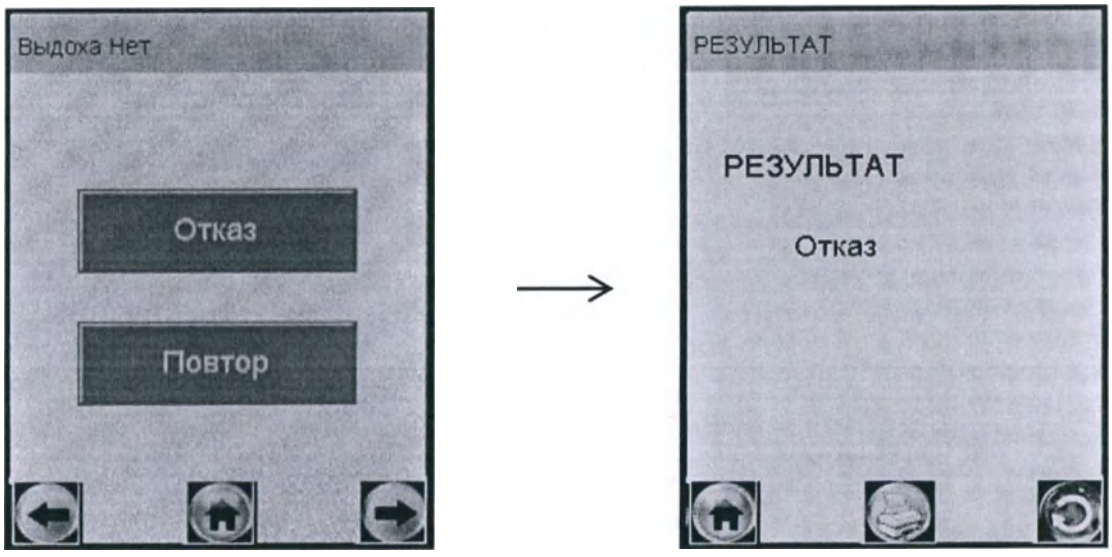

Рисунок 22 – Результат «Отказ от измерения»
2.10.1 Если при выполнении 2.8.11 настоящего РЭ выдох не был сделан своевременно, то окно готовности к отбору пробы «**Дуйте**» сменится окном «**Выдоха нет**» (рисунок 22, слева).
В случае отказа обследуемого от проведения измерения (обследуемый отказывается делать выдох) в анализаторе предусмотрена возможность прервать процедуру измерения, зафиксировав при этом факт отказа от измерения (если в этом имеется необходимость). Для этого нажмите на виртуальную кнопку «**Отказ**» – на экране появится сообщение об отказе от измерения (рисунок 22, справа).